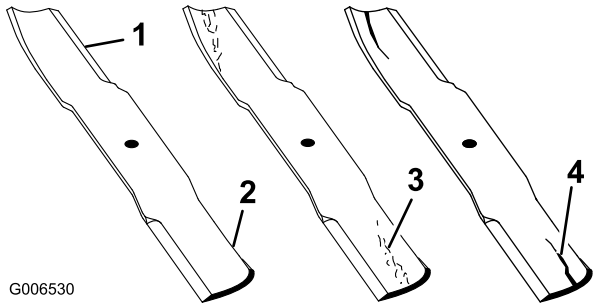

Figur 22
2. Undersøg omhyggeligt skæreknivens skær, især der hvor den flade side og den buede side mødes (Figur 22). Da sand og slibematerialer kan slide det metal, der forbinder den flade og den buede side af skærekniven, væk, skal skærekniven kontrolleres, før maskinen anvendes. Hvis du bemærker tegn på slid (Figur 22), skal du udskifte skærekniven. Se Afmontering af skærekniven.
Hvis skærekniven får lov til at blive slidt, vil der danne sig en slids mellem seglen og den flade del af skærekniven (Figur 22). Før eller siden kan et stykke af skærekniven knække af og blive slynget ud fra husets underside, hvilket muligvis kan medføre alvorlig personskade for dig eller omkringstående personer.